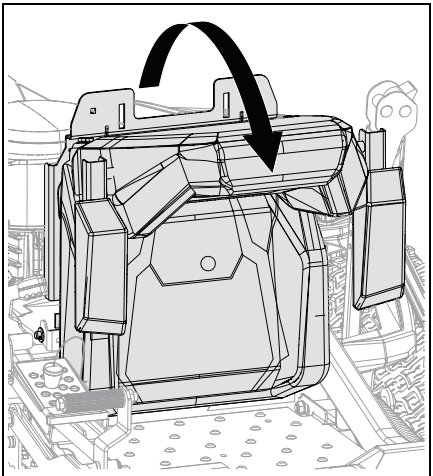

Figure 6
1. Rotate seat forward. See Figure 6.